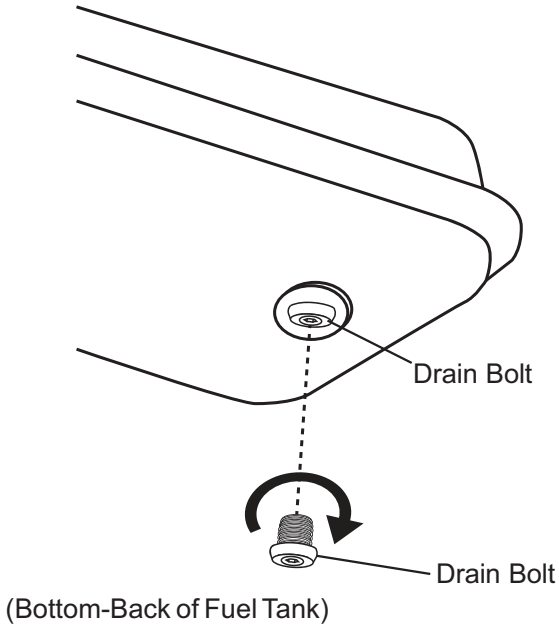

Figure 6. Drain Bolt Reinstall
1. Remove drain nut from rear bottom side of fuel tank by unscrewing nut and drain. See Figure 6 on page 8.
i. Insert bolt's seal head fully into drain hole so that flange is flush to tank's bottom. See Figure 6.
ii. Insert seal cap fully into head hole so that cap flange is flush to head flange. See Figure 6.